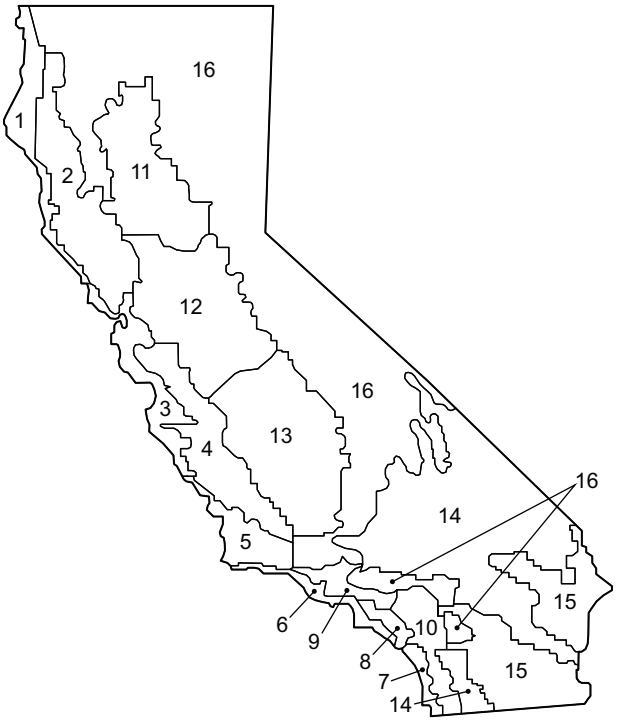

**Fig. 68 — California Title 24 Zones**
b. See Fig. 68 for map of California Title 24 zones.